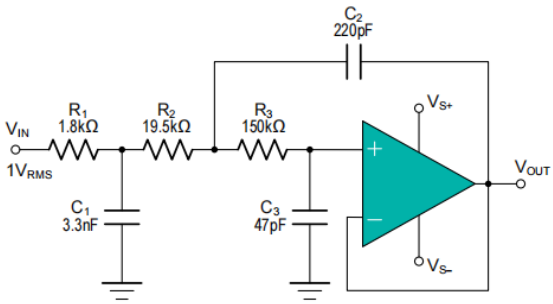

Figure 6: Configure das a Three-Pole, 20-kHz, Sallen-Key Filter
3.using a non-inverting filter topology, such as the Sallen-Key (shown in Figure 6)